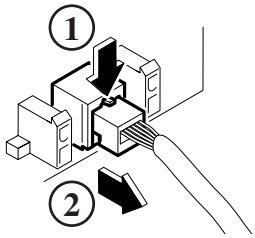

Fig. 10 – Disconnecting the cable
- Disconnect the plug in the direction of the arrow (see Fig. 10).